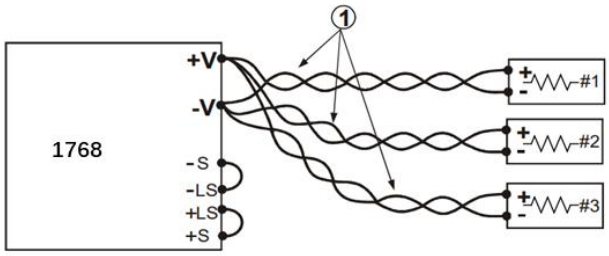

图 3.15 远端输出接线
电源如果连接到多个负载时，每个负载都应当使用单独的导线对并与电源的输出端子进行各自的连接。建议每对导线应尽可能短且扭绞在一起或使用屏蔽线，从而降低拾取的噪声或辐射。如图 3.15，①所示为负载线，应使用双绞线且尽可能短。